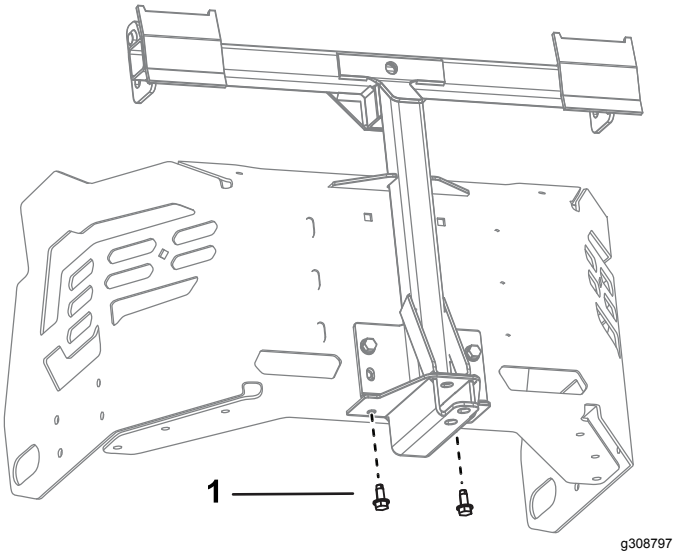

Figur 16
3. Fjern de to selvgjengende skruene fra bunnen av maskinrammen (Figur 16).
5. Plasser rammen for omdreiningsleddet oppover, og fest rammen for omdreiningsleddet til bunnen av maskinrammen med to selvgjengende skruer (5/16 x ¾ tomme), som vist i Figur 16.